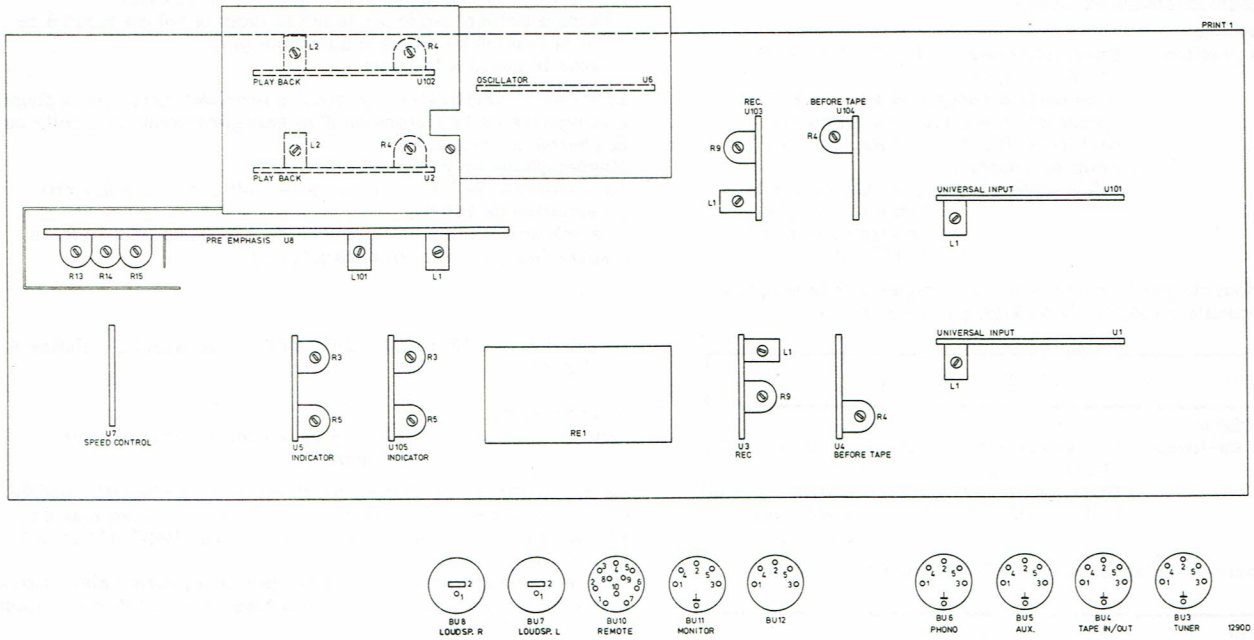

Fig. 5
I. MESURES AUX UNITES FONCTIONNELLES (fig. 5)